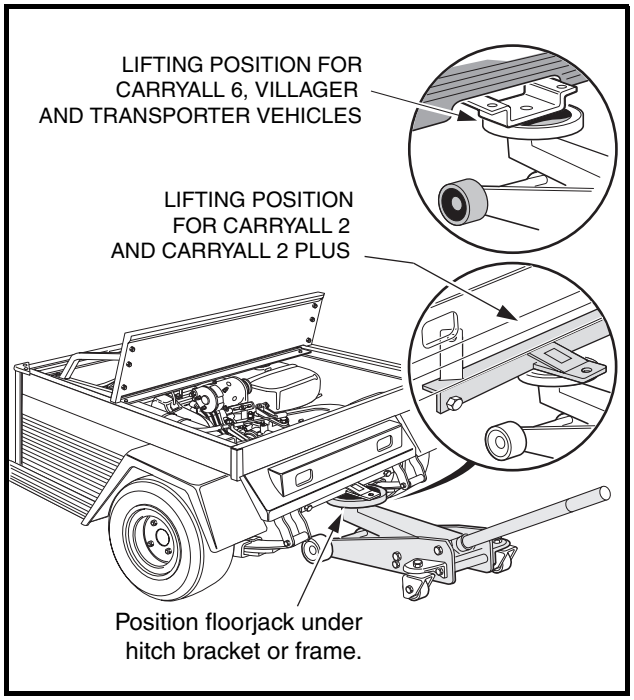

Figure 16-21 Floor Jack
8. Position a floor jack under the vehicle frame crossmember or trailer hitch mount **(Figure 16-21, Page 16-11)**.